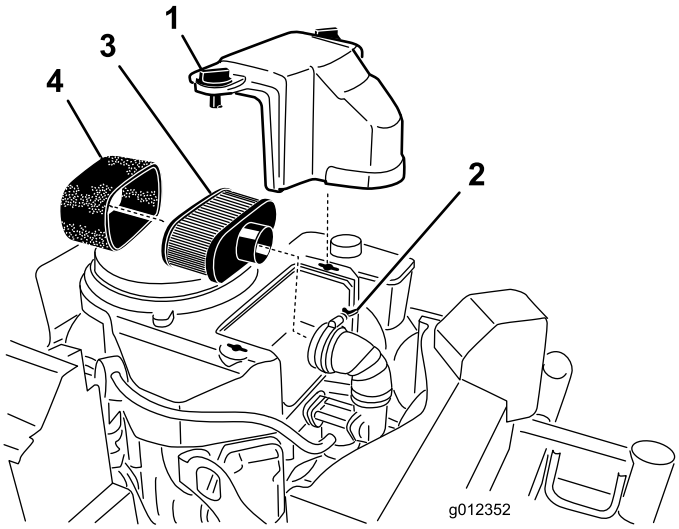

Figuur 21
3. Maak de omgeving van het luchtfilter schoon om te voorkomen dat vuil in de motor komt en schade veroorzaakt (Figuur 21).
4. Draai de dekselknoppen los en verwijder het luchtfilterdeksel (Figuur 21).
5. Draai de slangklem los en verwijder het luchtfilter (Figuur 21).
6. Trek het schuimelement voorzichtig van het papierelement af (Figuur 21).
1. U mag het papierfilter niet reinigen. Vervang het (Figuur 21).
1. Schuif het schuimelement voorzichtig op het papierelement (Figuur 21).
2. Monteer het luchtfilter op de luchtfilterbasis en zet dit vast met 2 vleugelmoer (Figuur 21).
3. Monteer het luchtfilterdeksel en zet dit vast met de dekselknop (Figuur 21).